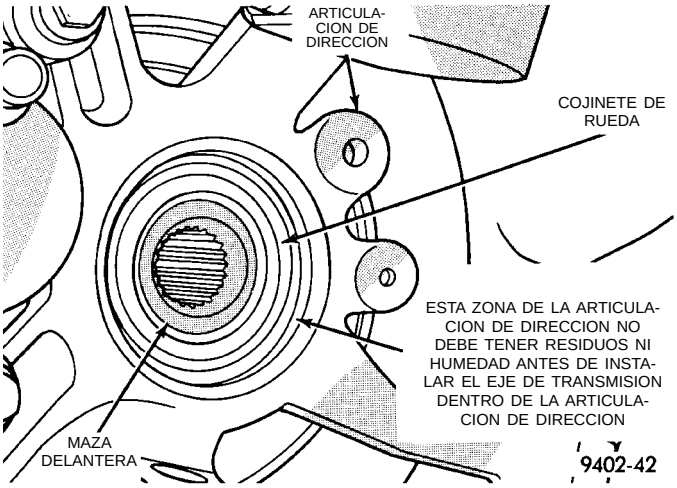

Fig. 16 Area de sellado entre la articulación de dirección y la junta homocinética
(1) Limpie por completo las estrías y la superficie sellante de la junta de aceite, de la articulación de tipo Tripod. Lubrique apenas la superficie sellante de la junta de aceite de la articulación de tipo Tripod con lubricante de transmisión fresco y limpio.
(2) Mientras sostiene el conjunto de eje de transmisión por la articulación de tipo Tripod y el eje de interconexión, instale manualmente la articulación de tipo Tripod en el engranaje lateral del transeje tan adentro como le sea posible.
(3) Alinee cuidadosamente la articulación tipo Tripod con los engranajes laterales del transeje. Después agarre con fuerza el eje de interconexión del eje de transmisión y empuje la articulación tipo Tripod dentro del engranaje lateral del transeje hasta que esté completamente asentado. **Compruebe que el anillo de muelle esté completamente acoplado con el engranaje lateral intentando retirar la articulación tipo Tripod del transeje con la mano. Si el anillo de muelle está completamente acoplado con el engranaje lateral, no podrá retirar la articulación tipo Tripod con la mano.**
(4) Limpie todos los residuos y la humedad de la articulación de la dirección (Fig. 16).